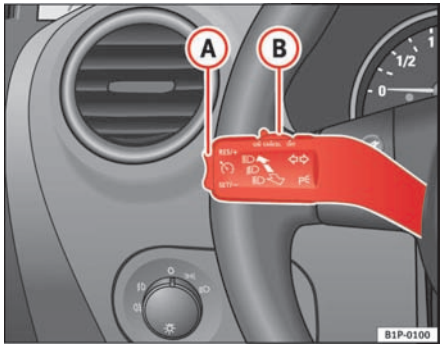

Fig. 127 Turn signal and main beam headlight lever switch and rocker switch for the cruise control
– Press the lower part **SET/SET** of the rocker switch ⇒ fig. 127 (A) once briefly when you have reached the speed you wish to set.